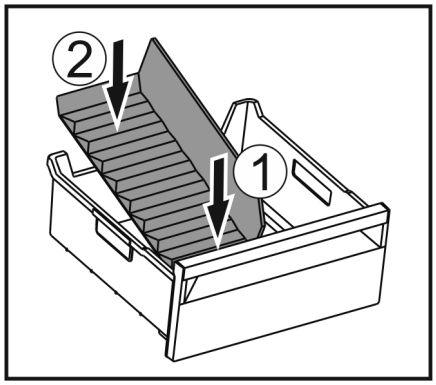

Fig. 238
▶ 装入冰格分隔器前部。 *Fig. 238 (1)*
▶ 将冰格分隔器后部放低至抽屉底板。 *Fig. 238 (2)*